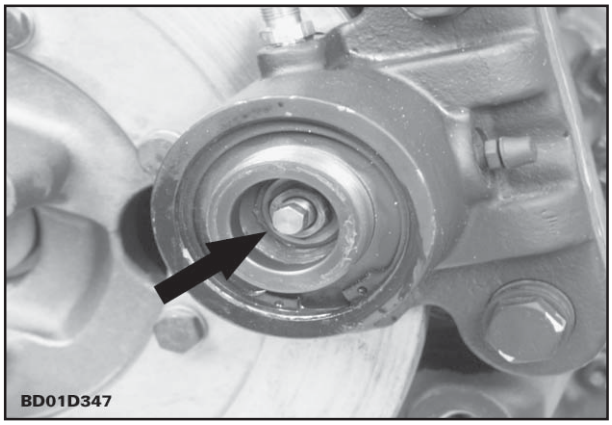

Fig. 13
21. Solte a contraporca (1) que fixa o pino central (2) (fig. 13).